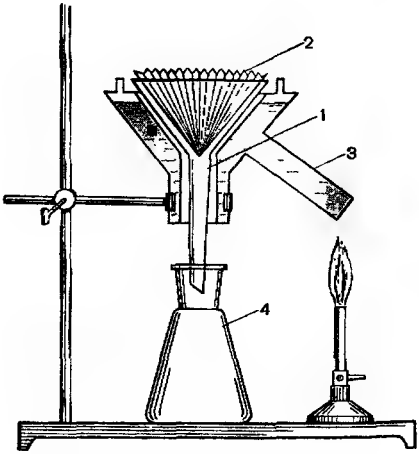

Рис. 20.13. Прибор для горячего фильтрования. Объяснение в тексте.
Кристаллизацию проводят следующим образом. Вещество, небольшое количество растворителя и, если это требуется, активированный уголь помещают в колбу, снабженную обратным холодильником (рис 20.12), затем смесь нагревают до кипения, используя подходящую баню. Продолжая нагревание, через форштосс холодильника небольшими порциями добавляют растворитель до тех пор, пока не растворится все вещество. Полученный насыщенный раствор фильтруют в горячем виде. Прибор для **горячего фильтрования** (рис. 20.13) состоит из конической стеклянной воронки (1) со складчатым бумажным